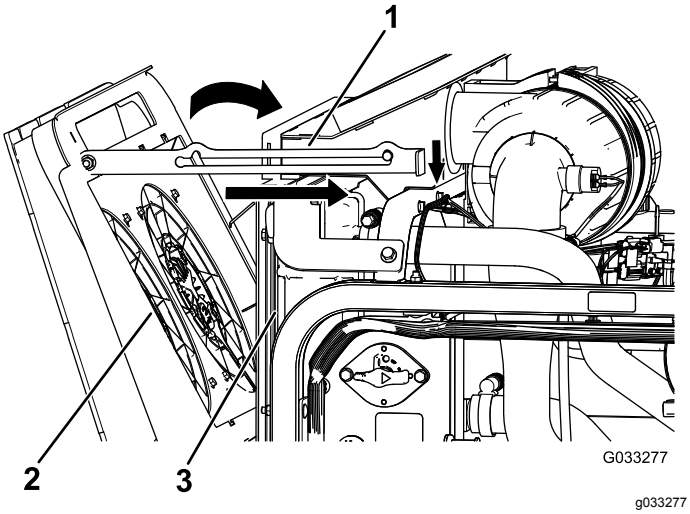

Figur 121
4. Drej motorkøleventilatorerne fremad og sæt støttepinden fast i hakket (Figur 121).